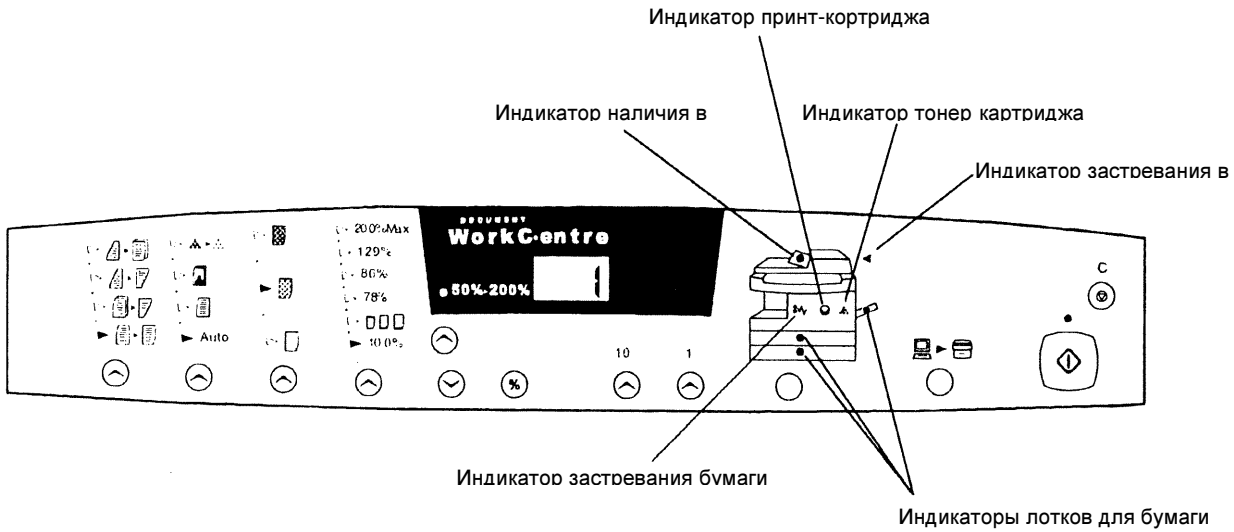

Рисунок. 1 Индикаторы панели управления
- ДРУГИЕ ПРИЗНАКИ НЕИСПРАВНОСТИ (расположение светодиодов смотрите на Рис. 1)